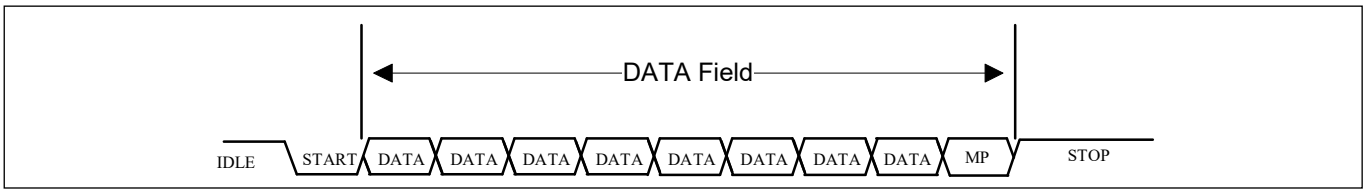

Figure 14-13. UART MP data frame
- Using 9-bit data field, with the ninth bit as address/data flag (MP bit). When set high, it indicates an address byte; when set low it indicates a data byte. A data frame is illustrated in **Figure 14-13**